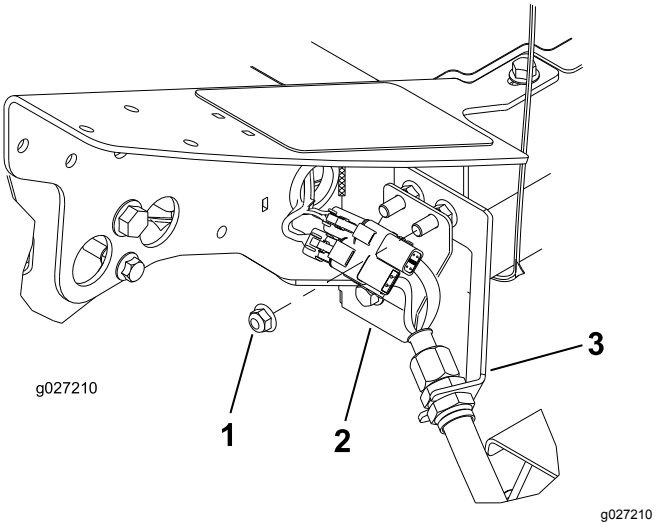

Figur 12
1. Fjern den ekstra flangemøtrik på bolten, der fastgør skotbeslaget til maskinen, i forreste venstre hjørne af rammen (4. klippeenhedsplacering) (Figur 12).
3. Sæt mellempladen på skottets monteringsbolte med ledningerne placeret som vist i Figur 12.